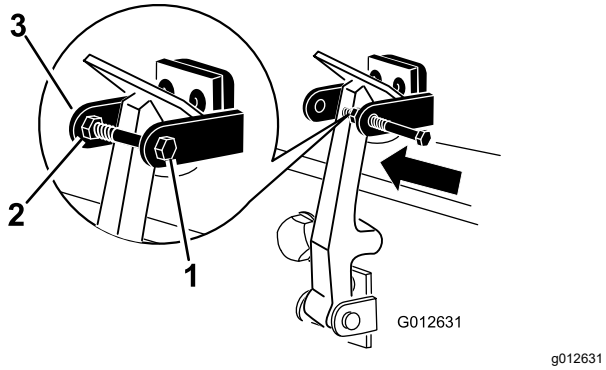

Figur 6
8. Monter bolten ind i den anden arm på hjelmlåsebeslaget for at låse låsen på plads (Figur 6). Spænd bolten, men spænd ikke møtrikken.